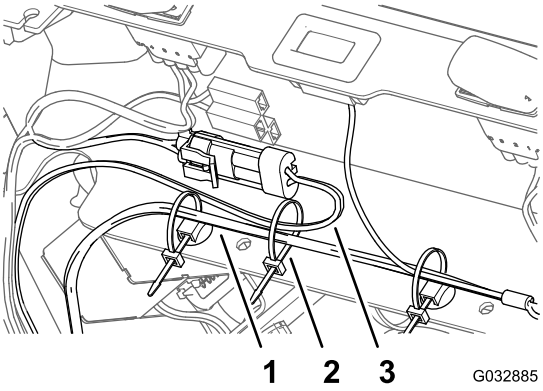

Figur 15
5. Fest ledningssatsen til LED-lyssettet til ledningssatsen til maskinen med et kabelfeste som vist i Figur 15.